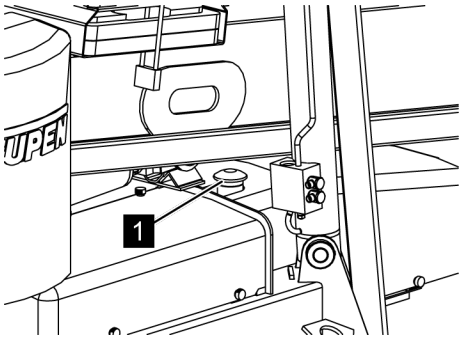

Fig. 105: Unscrewing the lid
4. *Unscrew the cover (*Fig. 105*/1) from the hydraulic oil tank.*
7. *Screw the cover (*Fig. 105*/1) back on the hydraulic oil tank.*